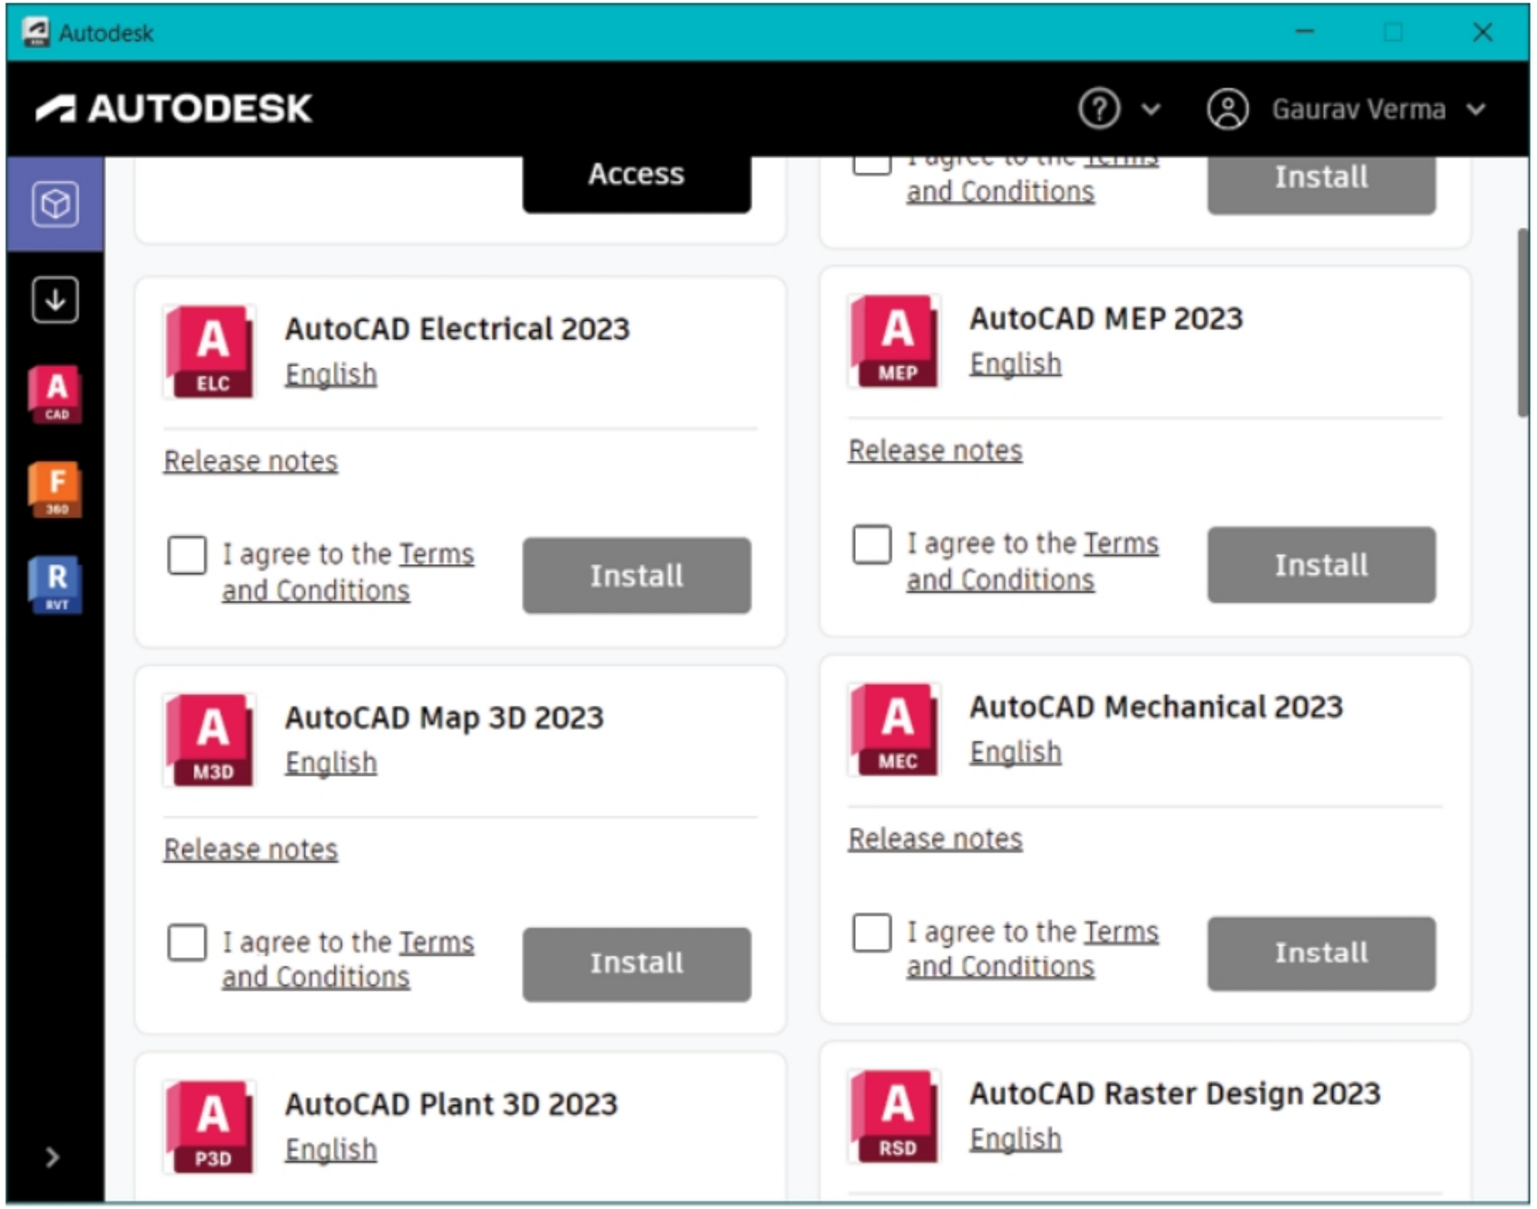

Figure-3. Autodesk Desktop App
- Select the **My products and tools** button from the left toolbar in the App. The toolsets available based on installed products will be displayed; refer to Figure-3.